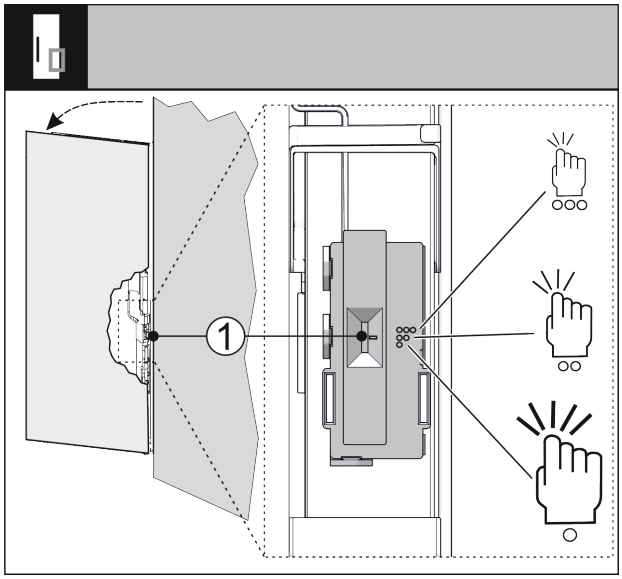

Fig. 71
You can adjust the sensitivity of the knocking sensor with a switch *Fig. 71 (1)*. The switch is on the hinge side on the lower third of the door.
▶ Slide the switch *Fig. 71 (1)* to the desired switch position.